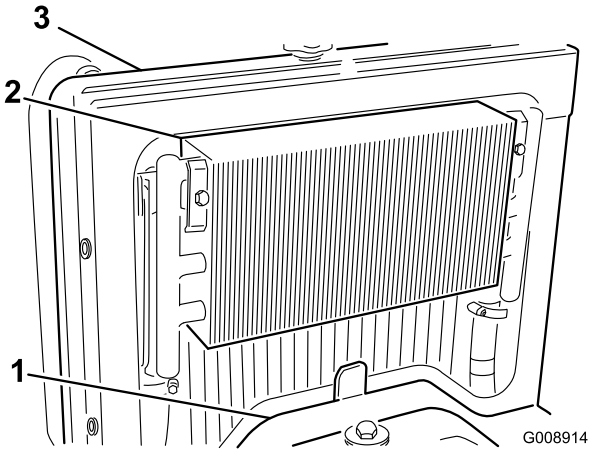

Figur 66
3. Fjern tilgangspanelet (Figur 66).